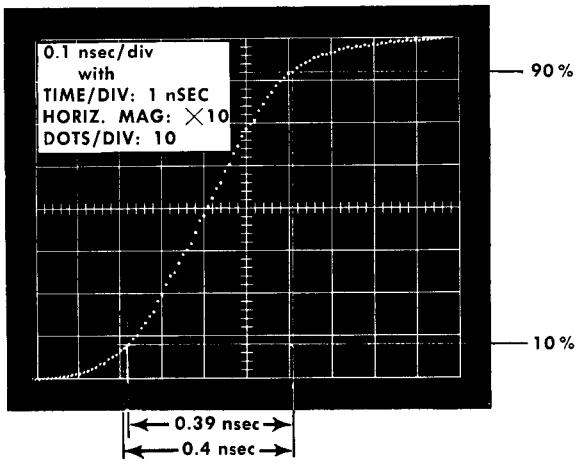

Fig 5-4. Visual risetime measurement without a Digital Unit.
b. Set the Type 3T77 for an externally triggered display of 0.1 nsec/div by setting the TIME/DIV. switch to 1 nSEC and the HORIZ. MAG. to X10. The display should be similar to Fig. 5-4.